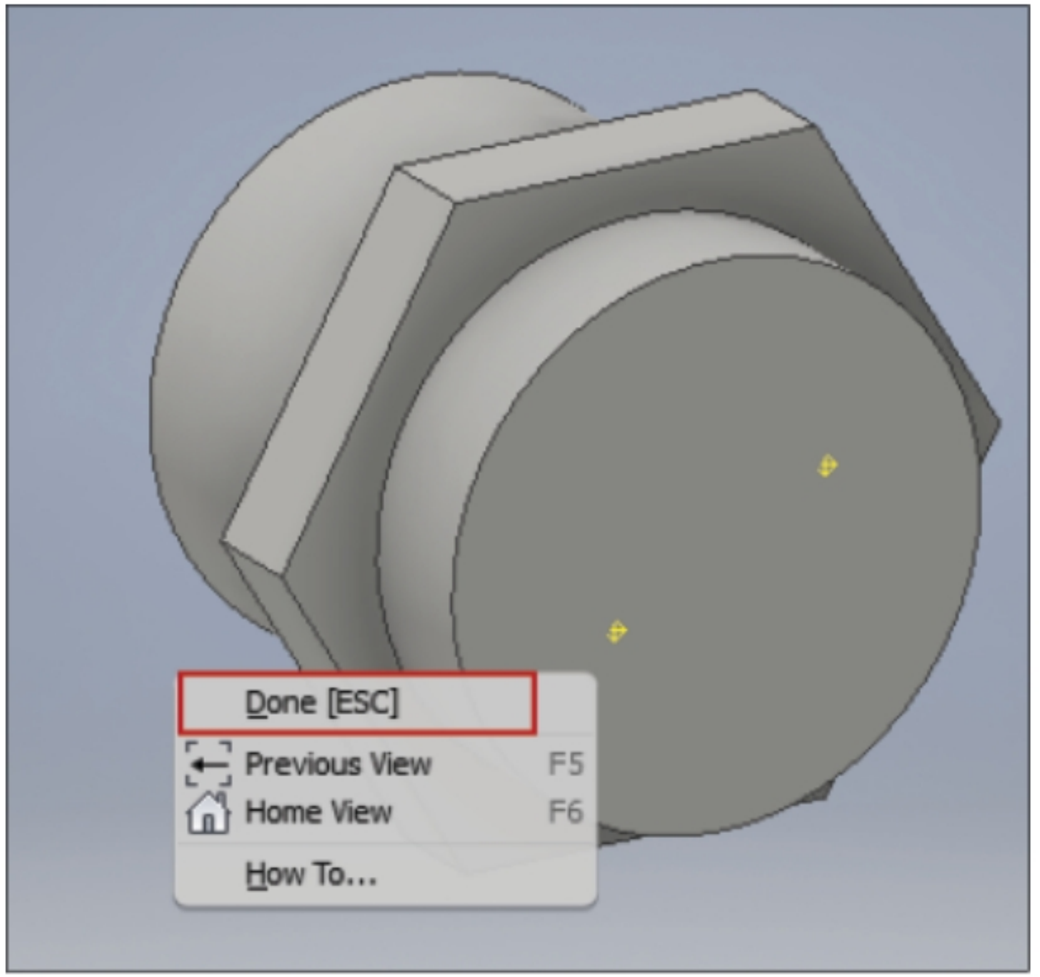

Figure-25. Completing pin creation
- After creating desired number of pins, right-click in the empty area of the modeling space and select the **Done** option from the shortcut menu; refer to Figure-25. You can also press the **ESC** button from keyboard in place of selecting **Done** option from the